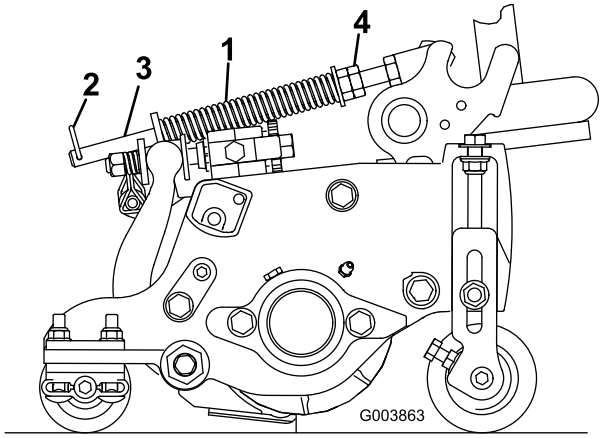

Bild 13
1. Stellen Sie sicher, dass der Lastösenbolzen in das hintere Loch in der Federstange eingesetzt ist (Bild 13).
2. Ziehen Sie die Sechskantmuttern vorne an der Federstange an, bis die komprimierte Länge der Feder 15,9 cm beträgt (Bild 13).